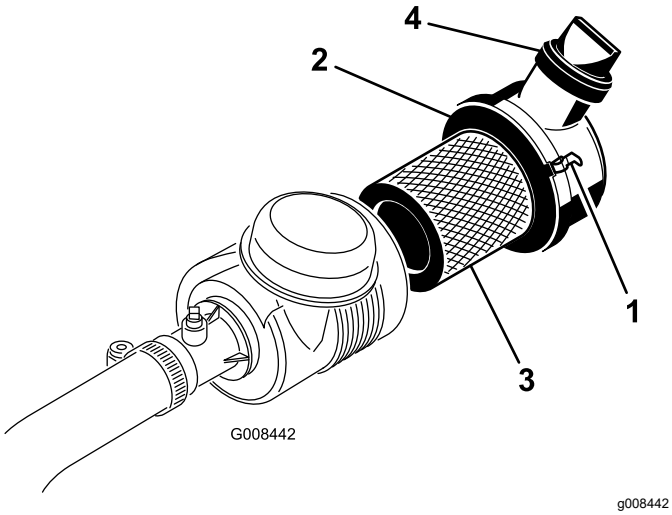

Figur 30
1. Åbn låsene, der fastgør luftfilterdækslet til luftfilterhuset (Figur 30).
7. Sørg for, at låsene fastgør dækslet på huset (Figur 30).